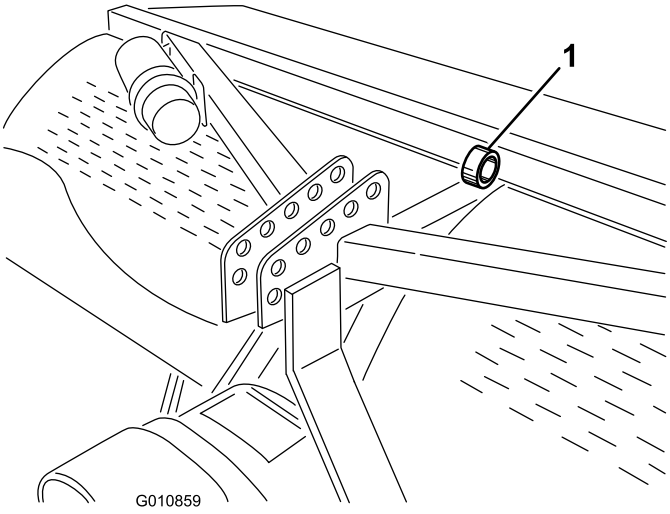

**Figur 38**
**Merk:** Du kan bruke en heis til å heve luftemaskinen. Bruk snørehullet for luftehodet som vinsj når du skal feste heisen (Figur 38). Sørg for at heisen har nok løftekapasitet. Se spesifikasjonene for luftemaskinvekt.